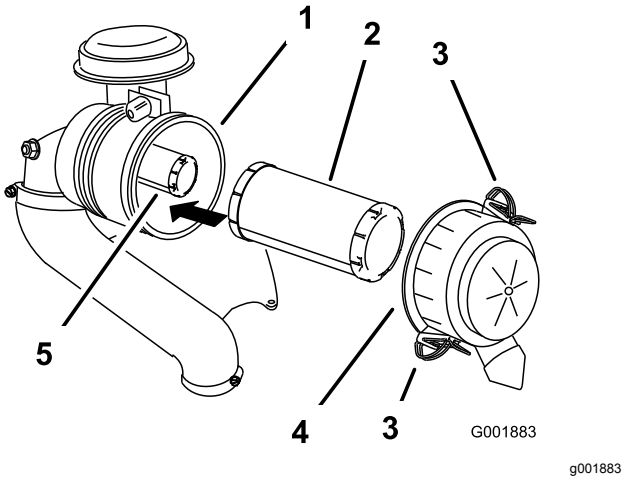

Figur 30
3. Lossa spärrhakarna på luftrenaren och dra av luftrenarkåpan från luftrenarhuset (Figur 30).
5. Dra försiktigt ut huvudfiltret ur luftrenarhuset (Figur 30).
2. Om du byter ut säkerhetsfiltret ska du försiktigt skjuta in det i filterhuset (Figur 30).
3. Skjut försiktigt in huvudfiltret över säkerhetsfiltret (Figur 30).
4. Sätt tillbaka luftrenarkåpan med sidan med markeringen **up** vänd uppåt, och säkra spärrhaken (Figur 30).